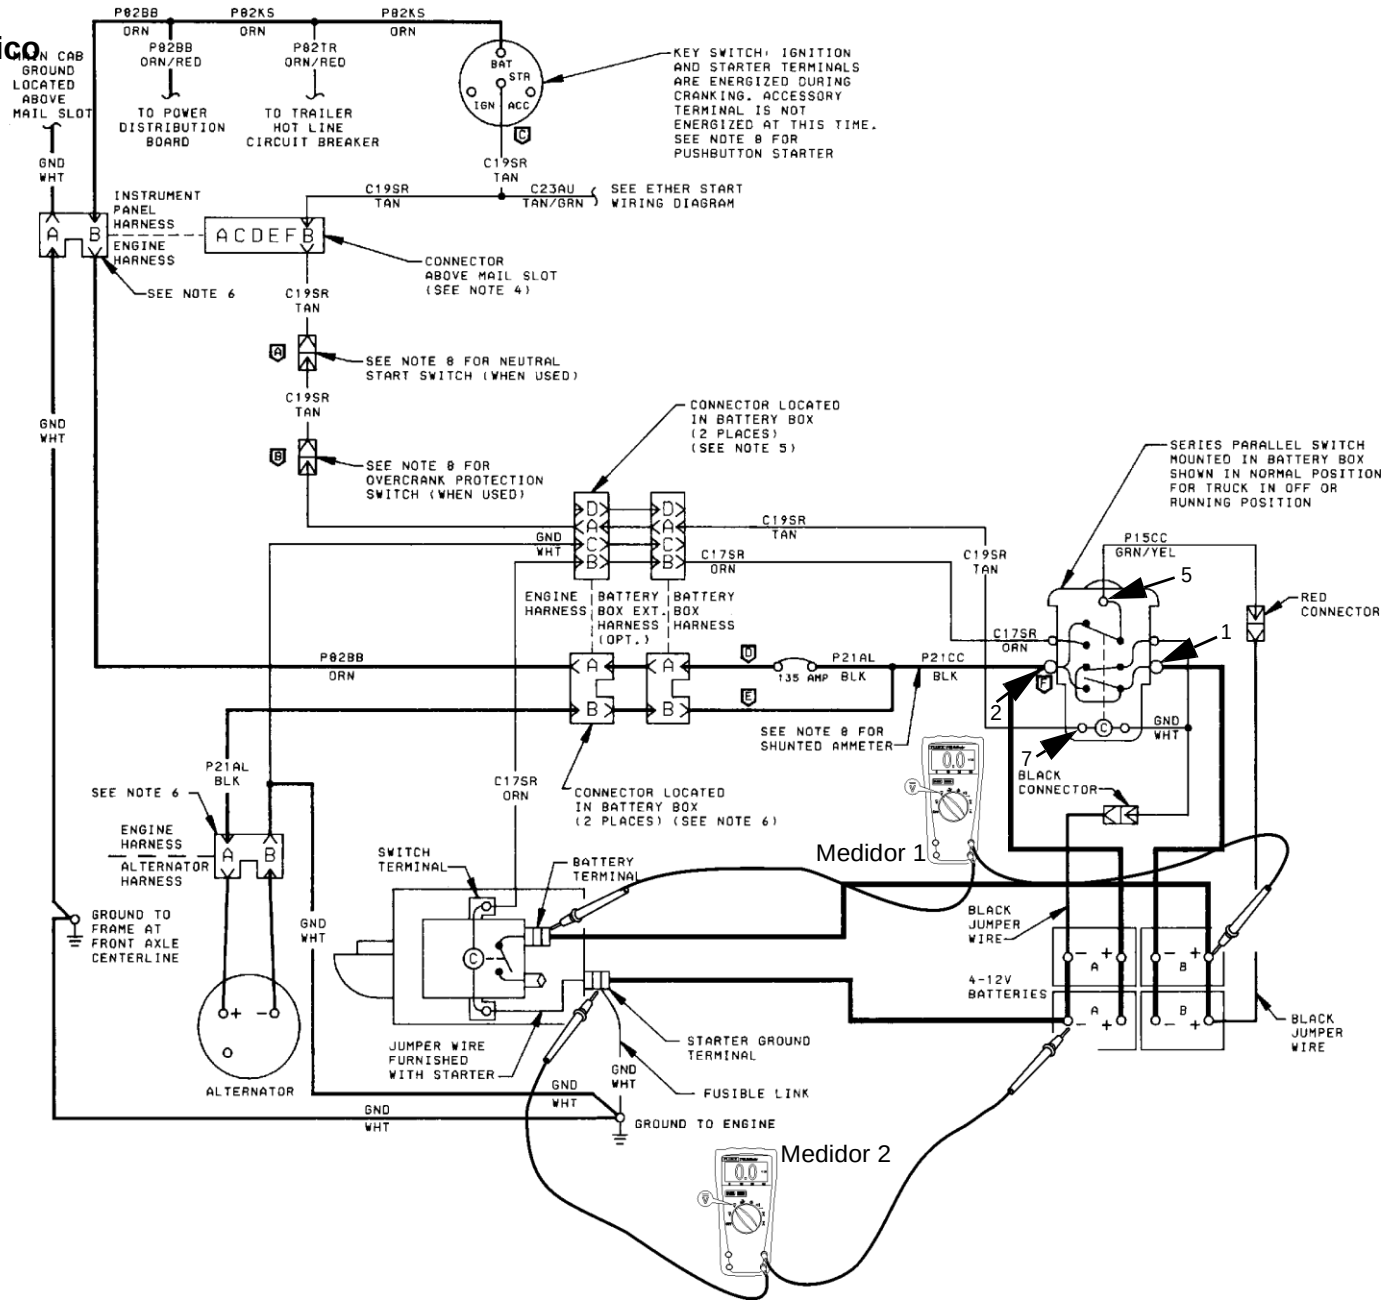

Figura 15-61
1. Con el motor todavía desactivado y el interruptor de encendido remoto aún conectado, conecte un voltímetro de baja escala de la terminal "Bat" del solenoide del arrancador a la terminal positiva (+) de la batería, en la conjunto "B" de baterías. (Medidor 1) **Ver Figura 15-61.**
Figura 15-61 continúa